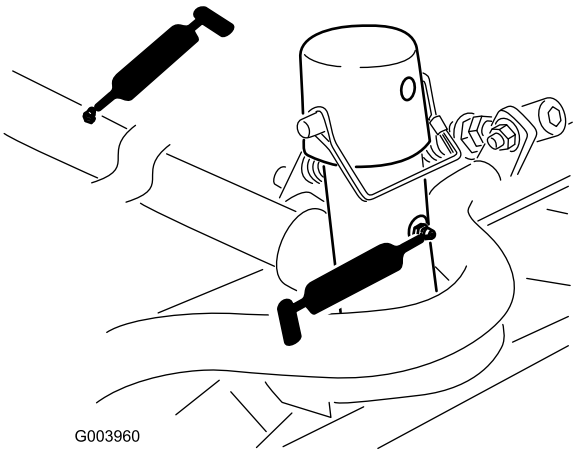

Rysunek 52
- Rama wózka i przegub zespołu tnącego (2 na każdym) (Rysunek 52)